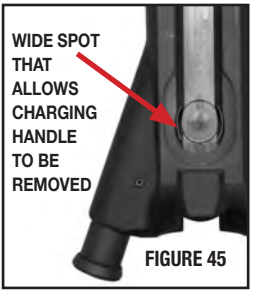

FIGURE 45
- Remove charging handle by pulling it backwards to the takedown notch and down out of the upper receiver (FIGURE 45) - this image shows the charging handle takedown notch (as seen from the bottom of the upper receiver).